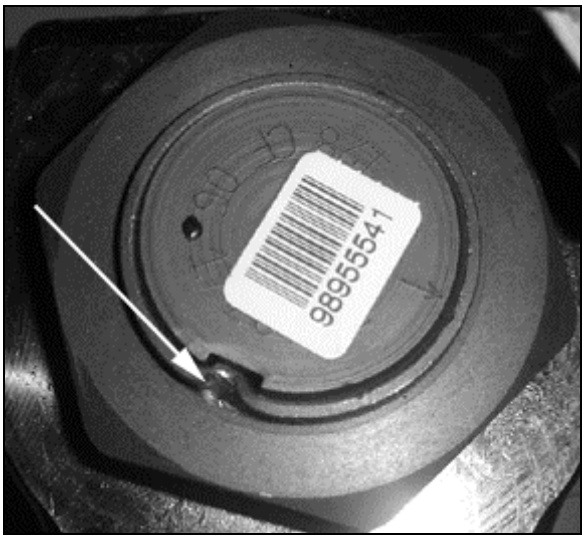

**FIGURE 20: FIXING NUT PUNCH MARK** 16098
3. Lock nut with sector shaft using a punch mark into the groove (Refer to Figure 20).